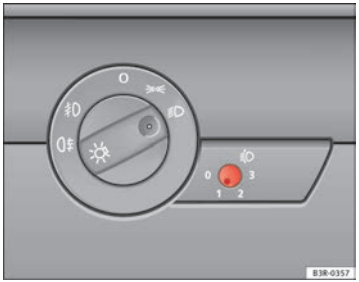

Fig. 88 Headlight range control
– Briefly press the knob ⇒ page 119, fig. 88 to release it from its set position.